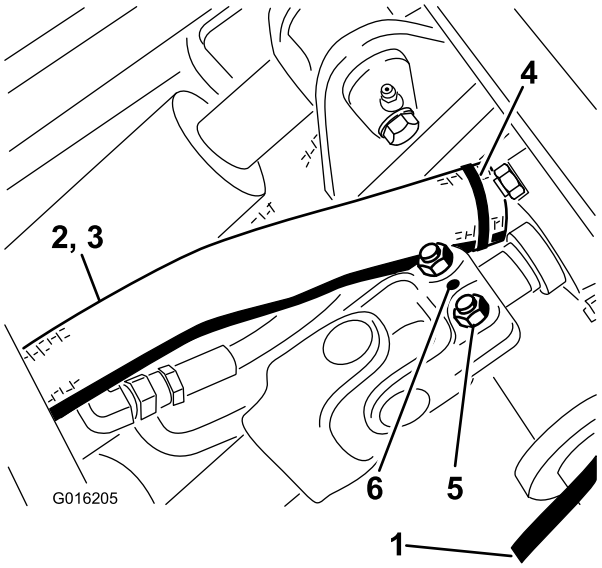

**Rysunek 108**
30. Włóż kołek sprężysty (Rysunek 108).